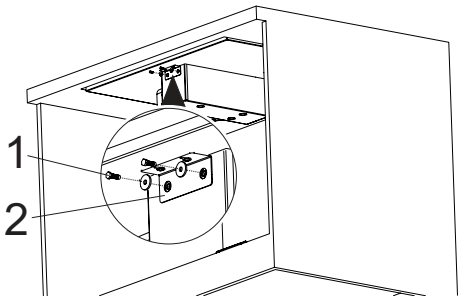

Abb. 11
6. Die Haubenbox an den kurzen Seiten mit den Plastikkopfschrauben am Kochfeld festschrauben (Abb. 11).